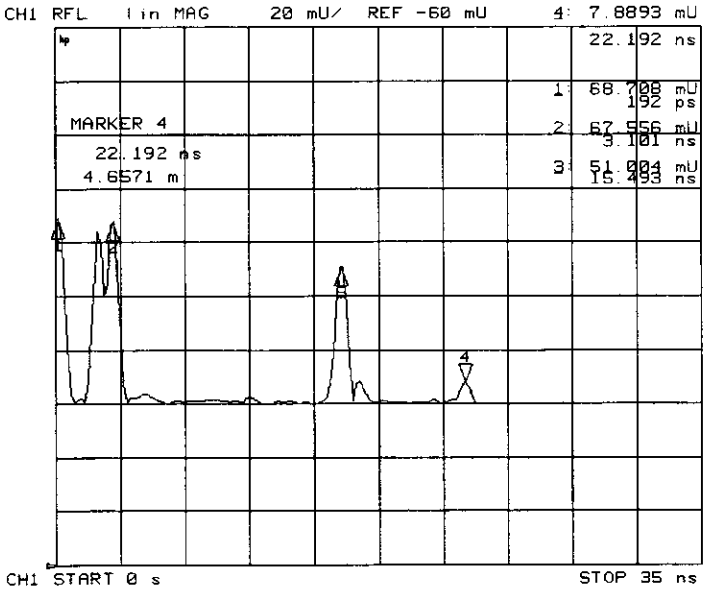

Figure 2-51. Device Response in the Time Domain
9. To position a marker at each reflection of interest, as shown in Figure 2-51, press: